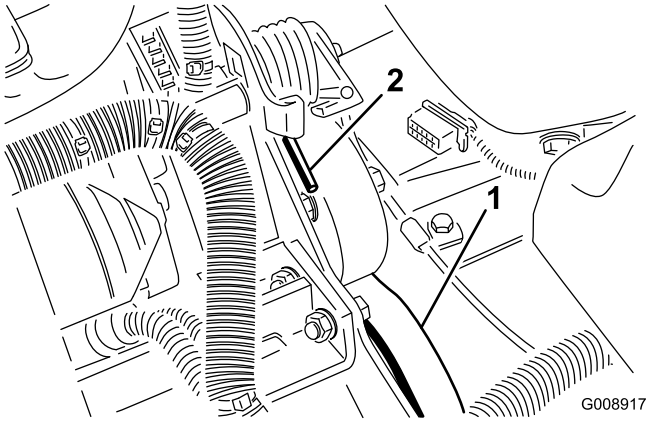

Figur 55
2. Tryck fjäderänden (Figur 55) nedåt och framåt för att kroka av den från fästet och lätta på fjäderspänningen.